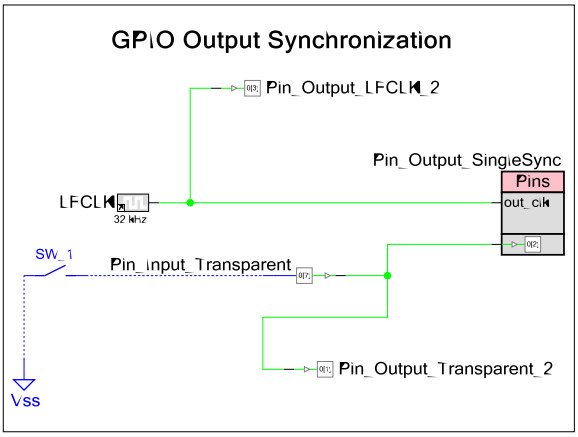

Figure 63　GPIO 出力同期回路図の例
2. **Figure 63** に示すように、ピンを接続してください。